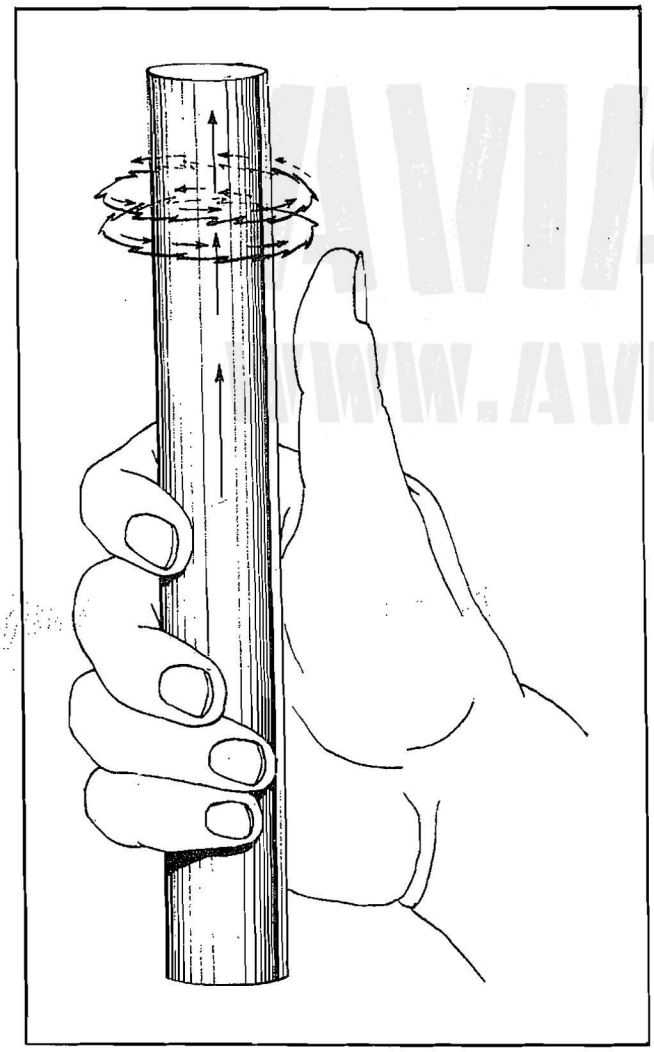

Figure 122—Sketch Showing "Rule of Thumb"
(4) In order to determine how to place a part in the unit to effect a given direction of magnetic lines of force it may be helpful if the operator will remember the popular "rule of thumb." Hold the thumb of the right hand rigidly in the direction in which the current is applied to a part and let the fingers of the hand fall loosely. The direction of the curving fingers will indicate the direction of the magnetic lines of force produced in the part. Refer to Figure 122. This method of magnetization, as produced in *(a)* and *(b)* above, is termed the circular method, the word "circular" designating the direction of the lines of force in the magnetized part.
(5) Referring again to the "rule of the thumb"—if the current is applied in the direction of the fingers, as in *(c)* above, the lines of force will be induced in the part in the direction of the thumb. This method of magnetization, as produced in *(c)* above, is termed the longitudinal method, the word "longitudinal" designating the direction of the lines of forces in the magnetized part.